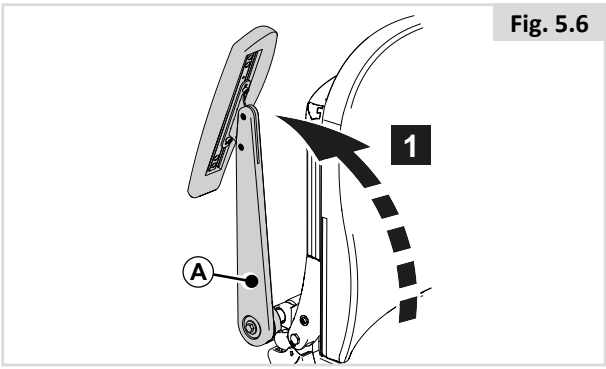

Fig. 5.6
Opklapbare, meebewegende armsteun (fig. 5.6)
1. Duw (A) naar de achterzijde. (Fig. 5.6)